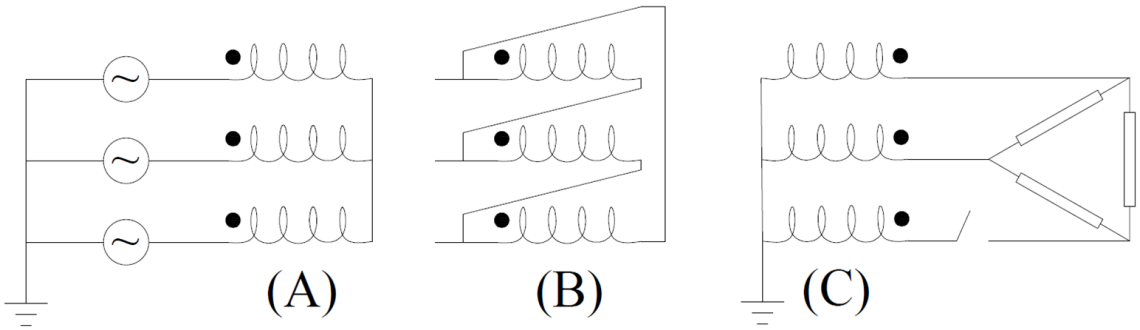

Figura 1 (situación parte 1)
1) Estando el bobinado de 6.3kV en vacío y el de 30kV con una carga trifásica conectada en triángulo, se abre en forma intempestiva una sola de sus fases. Se pide calcular la corriente por los tres arrollamientos. Ver figura 1.